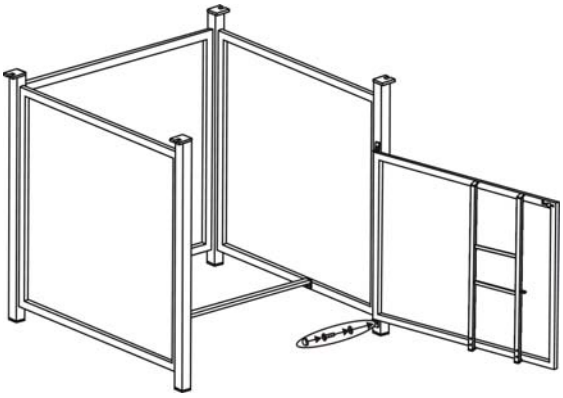

Figure 4
4. Attach the "L" connector to right side panel by using a 1/4"x15 mm bolt and washer as shown in Figure 4.Guide the bolt through the hole in the "L" connector, into the pre-drilled hole in the right side panel. **Do not over tighten.**